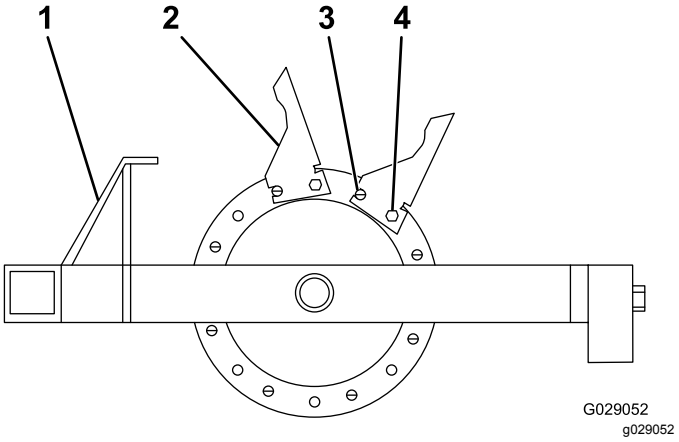

Rysunek 20
1. Zacznij od zewnętrznego koła metalowego i montuj zęby w sposób pokazany na Rysunek 20.
2. Do każdego koła metalowego zamontuj wszystkie 8 zębów używając kołka sprężystego i śrub (½ x 1¾ cala), pilnując, aby kołek sprężysty znajdował się w przedniej pozycji (Rysunek 20).